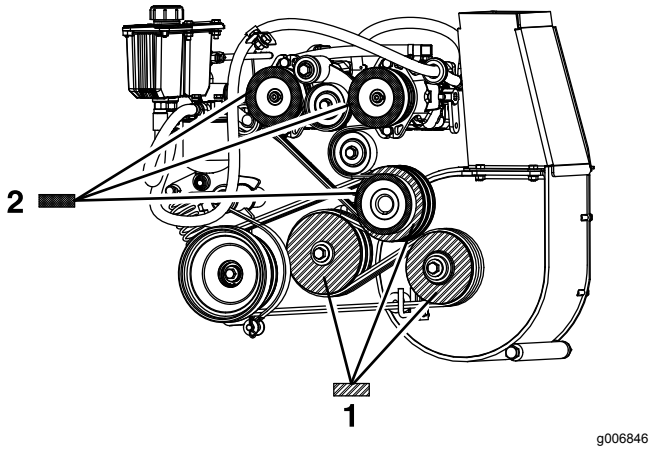

Figure 59
8. En vous servant de la poulie de ventilateur comme base de mesure, déplacez le moteur et l'arbre intermédiaire jusqu'à ce que la surface arrière des 3 poulies soit alignée à 0,8 à 1,6 mm (1/32 à 1/16 po) près (Figure 59).
4. Utilisez une règle pour aligner chaque poulie de pompe sur la poulie du moteur, en la faisant glisser sur l'arbre d'entraînement de la pompe (Figure 59).